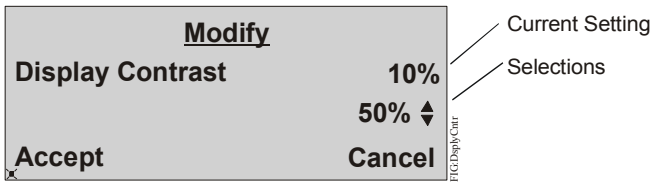

Figure 32: Modify Display Contrast Page
4. On the Modify page, use the up/down arrow keys to select a percentage for the display contrast (Figure 32). The screen changes as you select a percentage.